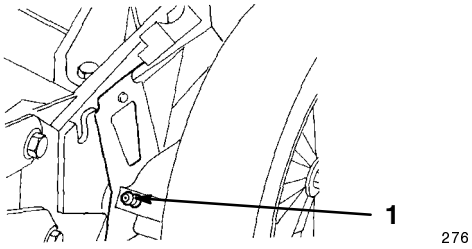

Figure 33
1. Wipe the grease fittings on the rear cutting height adjusters (Fig. 33) with a clean rag.